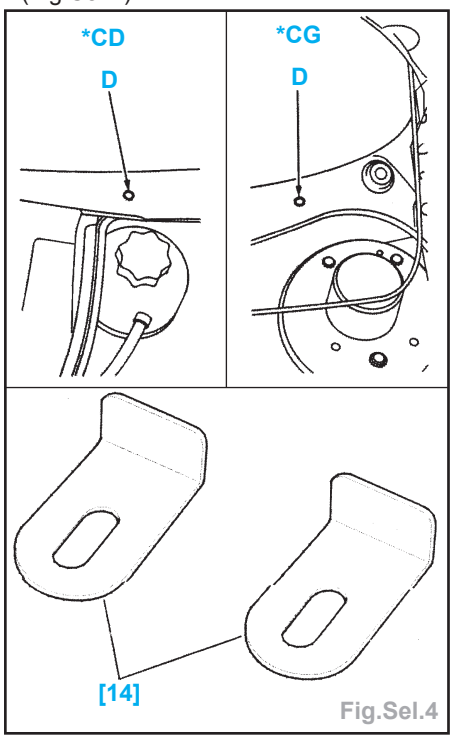

Fig.Sel.4
- Positionner les cales [14] (coffret **réf. 1347**) sous la feuillure du pare-brise (Fig.Sel.4).